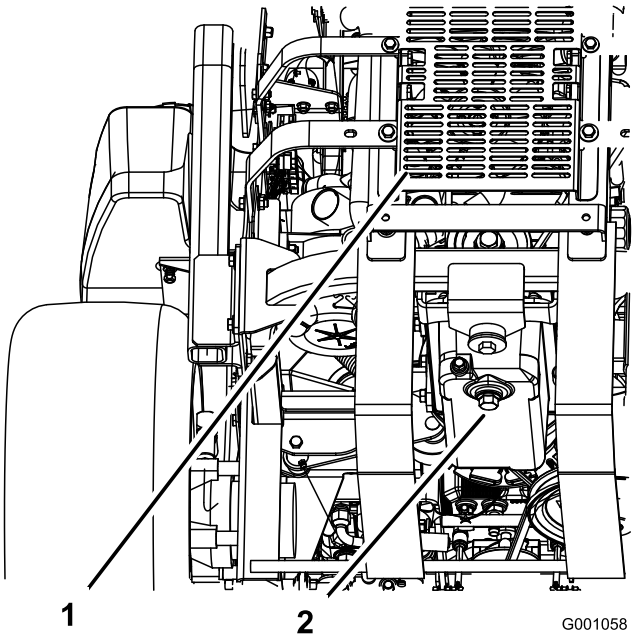

Figur 36
5. Sett et fat under der du tapper olje. Ta ut tappepluggene for å la oljen renne ned i et tappefat (Figur 36).